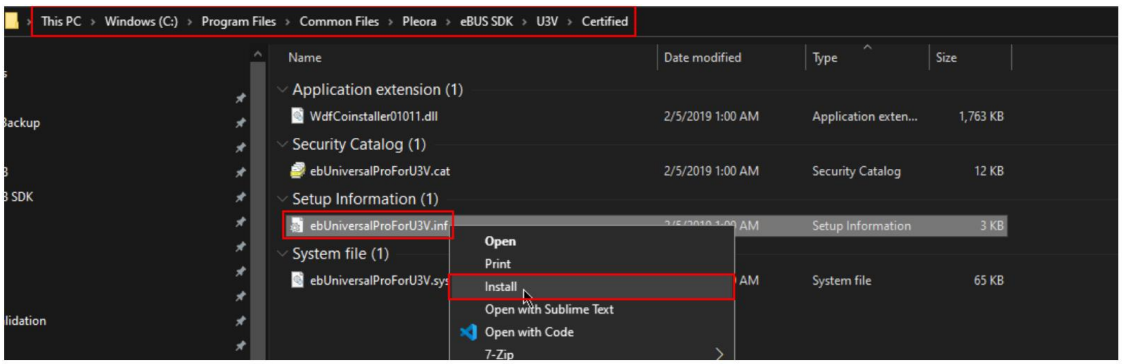

Figure 12 Installing driver for USB3 Vision player (eBUS player)
6. If FX3 is not detected, go to "*C:\Program Files\Common Files\Pleora\eBUS SDK\U3V\Certified*" and install the U3V driver as shown in **Figure 12**.